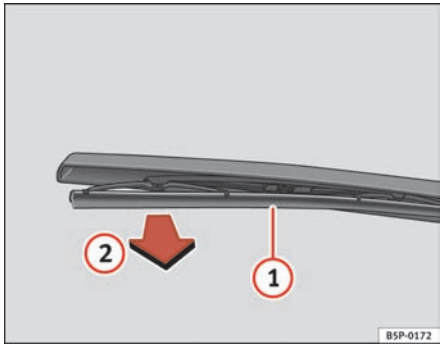

Fig. 169 Changing the rear window wiper blade
– Lift the wiper arm away from the glass ⇒ fig. 169.
– Unclip the wiper blade (1) and pull (2) ⇒ fig. 169.